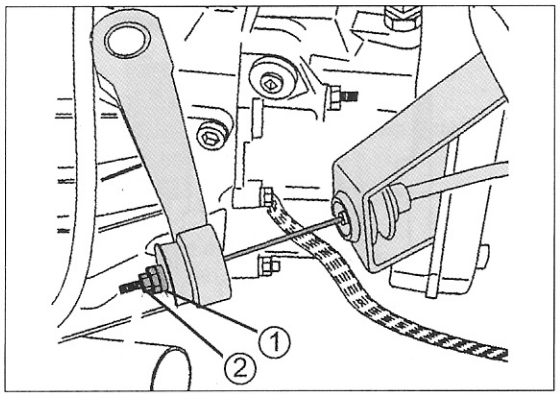

Bild 194
- Bei der Ausrückung durch „Drücken", wie es in Bild 194 zu sehen ist, die Kontermutter (2) lockern und die Mutter (1) verstellen, bis beide Pedale auf gleicher Höhe stehen. Durch Anziehen der Mutter (1) hebt sich das Pedal, durch Lockern der Mutter (1) senkt sich das Pedal. Nach Einstellung die Kontermutter (2) anziehen. Den Pedalweg jetzt ausmessen, wie es anschließend beschrieben wird.